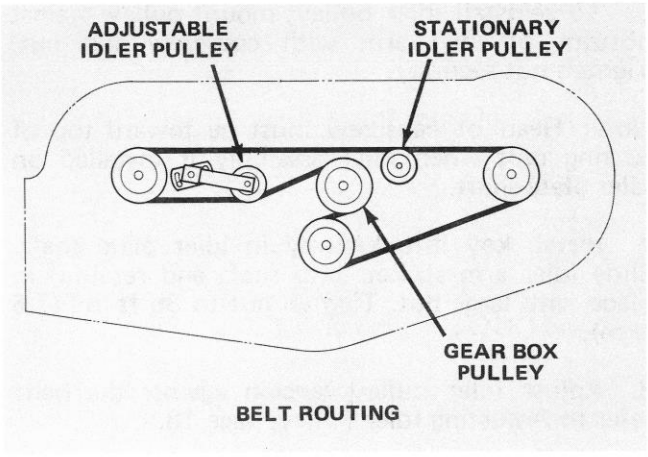

Figure 44
6. Install new belt around gear box pulley, spindle pulleys, stationary idler pulley and adjustable idler pulley (Fig. 44).